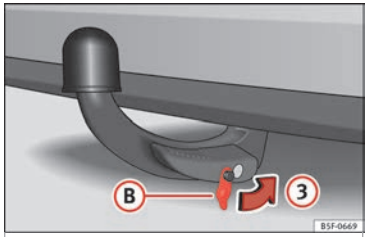

**Fig. 219** Placing the cover over the lock.
- Remove the key in the direction of arrow (2).
- Place cover (B) in the lock in the direction of arrow (3) ››› Fig. 219 ››› (!).